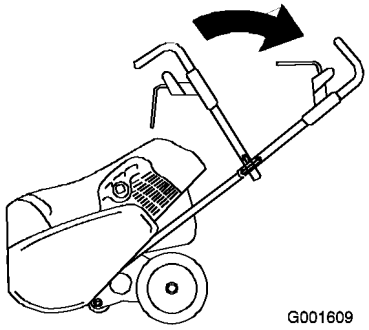

Figure 4
3. Pivotez la partie supérieure du mancheron à la position d'utilisation (Figure 4).